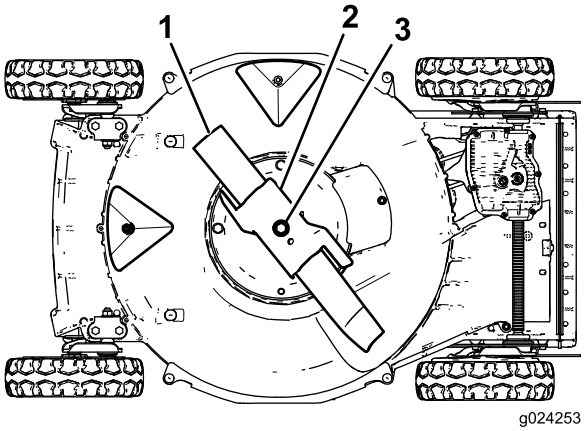

Figur 22
4. Tippa maskinen på dess **högra** sida (luftrenaren uppåt) enligt Figur 22.